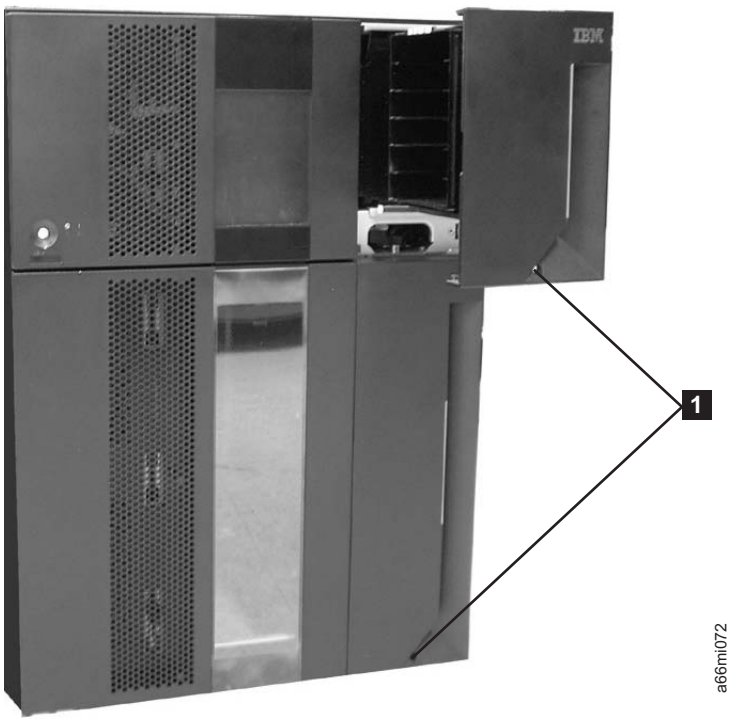

Figure 7-33. Access holes for manually unlocking I/O Station doors
There are 2 styles of I/O Station Lock mechanisms. The early style uses a T10 Torx wrench to rotate the lock mechanism. The new style has a large push-button type mechanism behind the hole (1 in Figure 7-33) in the I/O station door.
1. Insert a T10 Torx wrench in the hole (1 in Figure 7-33) located on the front of the I/O Station door of the library module you wish to open.
1. Insert any straight tool (screwdriver, Torx wrench, etc.) into the hole (1 in Figure 7-33) in the front cover of the I/O station.